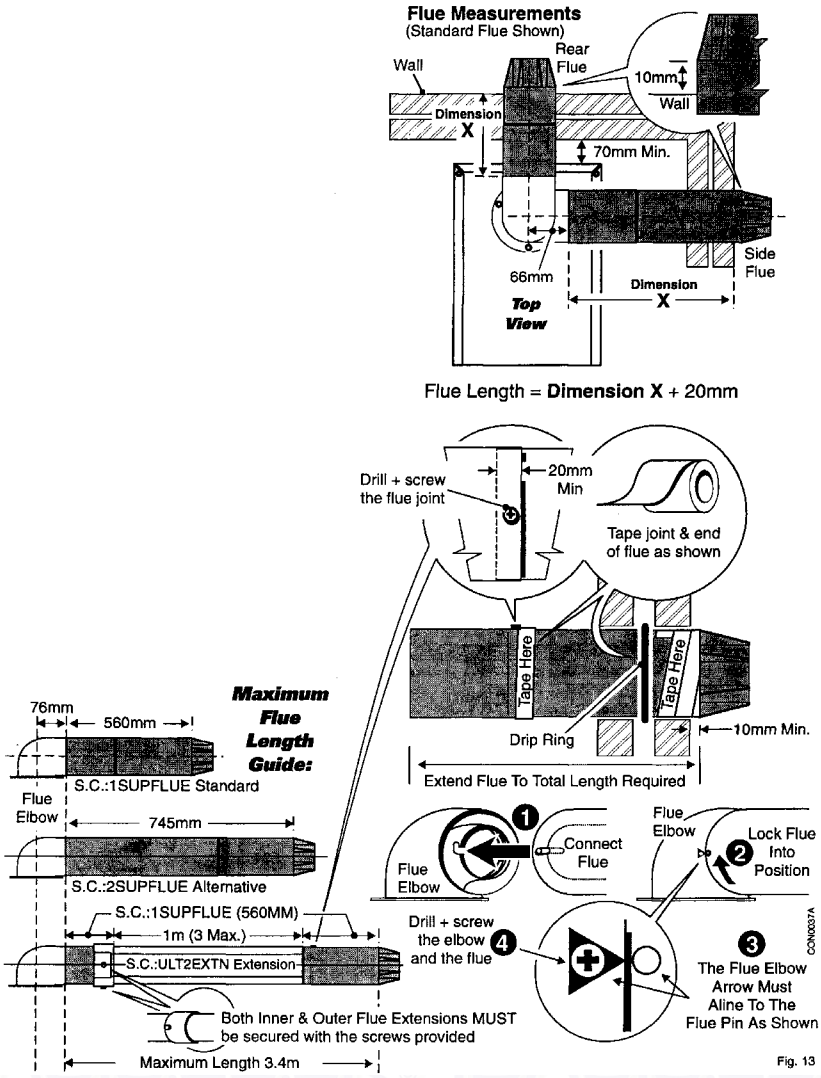

Fig. 13
These are for rear or side flue applications see Page 17 Fig. 13.
3. Determine dimension X +20mm See Fig.13.